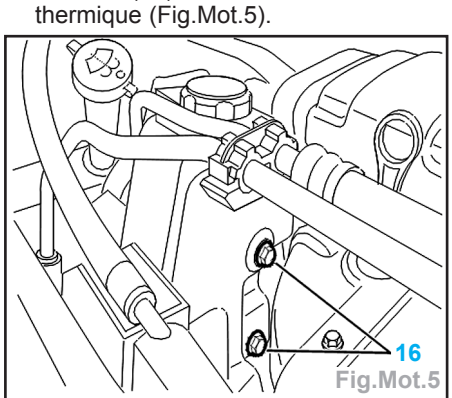

Fig.Mot.5
- les vis (16) de fixation de l'écran thermique (Fig.Mot.5).